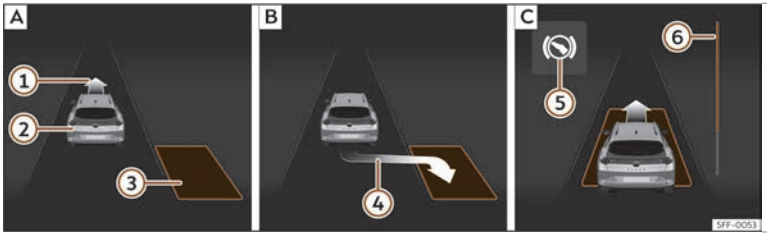
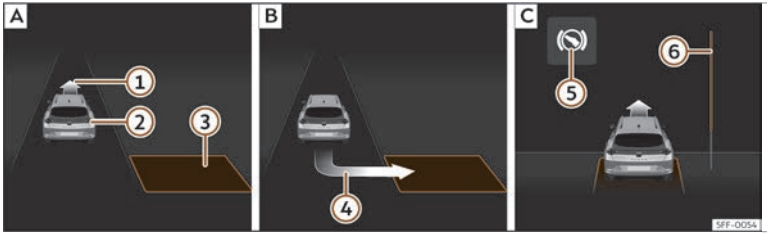

Fig. 182 A la pantalla del quadre d'instruments:aparcar en línia. A Cercar un espai per aparcar. B Posició per aparcar. C Maniobrar.
Fig. 183 A la pantalla del quadre d'instruments:aparcar en bateria. A Cercar un espai per aparcar. B Posició per aparcar. C Maniobrar.
- Mireu la visualització de la pantalla del quadre d'instruments si s'ha detectat l'espai en qüestió com a "apropiat" i si s'ha arribat a la posició correcta per aparcar-hi››› **fig. 182** B o››› **fig. 183** B. L'espai es considera "apropiat" si a la pantalla del quadre d'instruments hi apareix la indicació d'aparcar ④.
- Retrocediu fins que soni el senyal continu del ParkPilot; **O BÉ:** retrocediu fins que a la pantalla del quadre d'instruments aparegui la indicació de fer marxa endavant››› **fig. 182** C o››› **fig. 183** C; **O BÉ:** retrocediu fins que a la pantalla del quadre d'instruments aparegui el missatge **Park Assist finalizado**. La barra de progrés ⑥ indica la distància que cal recórrer››› **pàg. 295**.
- Feu marxa endavant fins que soni el senyal continu del ParkPilot; **O BÉ:** feu marxa endavant fins que a la pantalla del quadre d'instruments aparegui la indicació de fer marxa enrere. El sistema d'aparcament assistit dirigeixel vehicle marxa endavant i marxa enrere fins a centrar-lo en l'espai buit››› **fig. 182** C o››› **fig. 183** C.
La barra de progrés››› **fig. 182** ⑥ i››› **fig. 183** ⑥ mostra simbòlicament a la pantalla del quadre d'instruments la distància relativa que queda encara per recórrer. Com més gran és la distància, més plena és la barra de progrés. En circular marxa endavant, el contingut de la barra de progrés disminueix cap amunt, i en circular marxa enrere, disminueix cap avall.